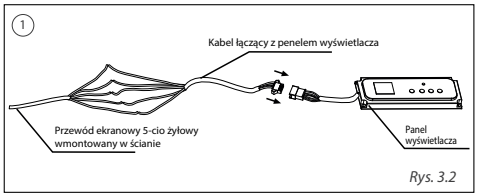

Rys. 3.2
1. Połącz złącze męskie zgrupowanych 5-żyłowych przewodów panelu wyświetlacza z żeńskim 5-żyłowym zaciskiem panelu wyświetlacza. (Patrz rysunek 3.2)